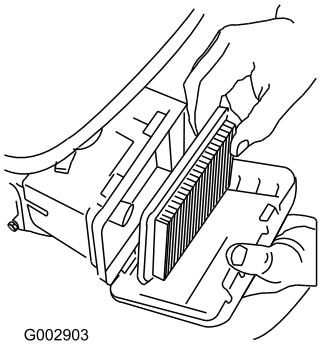

Figuur 25
3. Verwijder het luchtfilter (Figuur 25).